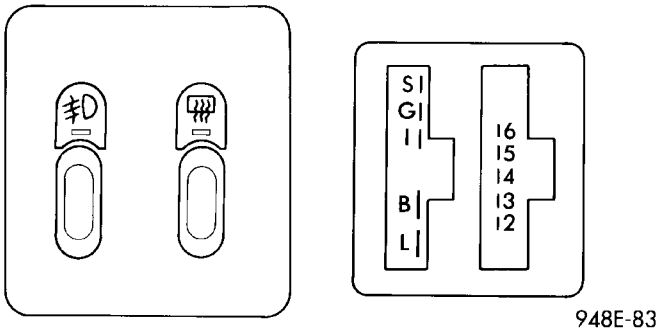

Fig. 27 Conmutador del desempañador de la luneta trasera y luces antiniebla
(1) Retire el conjunto de la cubierta superior y el marco del grupo de instrumentos. Consulte la sección de Desmontaje de la cubierta superior y el marco del grupo de instrumentos incluido más arriba.
(2) Introduzca la mano y desenganche el pestillo del marco izquierdo y retire el conjunto (Fig. 27).
(3) Separe el marco y el conmutador o conmutadores de la abertura tirando hacia atrás y desconecte el conector o los conectores de cableado.
(4) Retire el conmutador del marco.